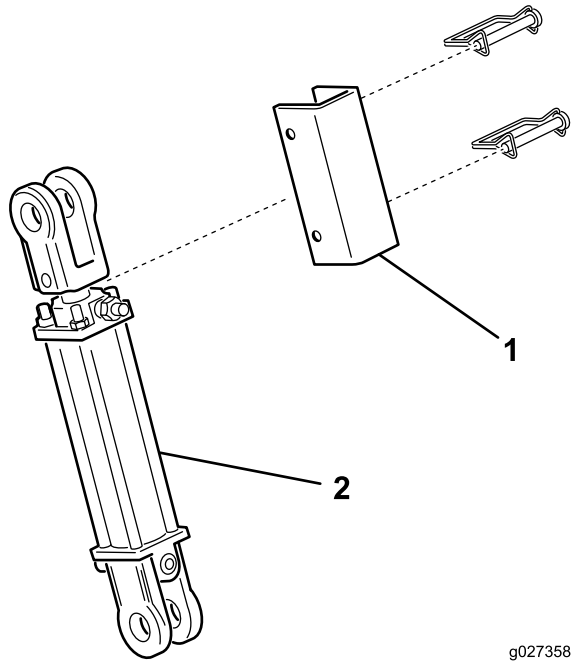

Figuur 9
- Zorg dat het maaidek is opgetild en de zwenkwielen de grond niet kunnen raken bij het transport. Zorg er ook voor dat de cilindergrendelstang (Figuur 9) op zijn plaats zit zodat de hefcilinder tijdens het transport niet wordt samengedrukt.